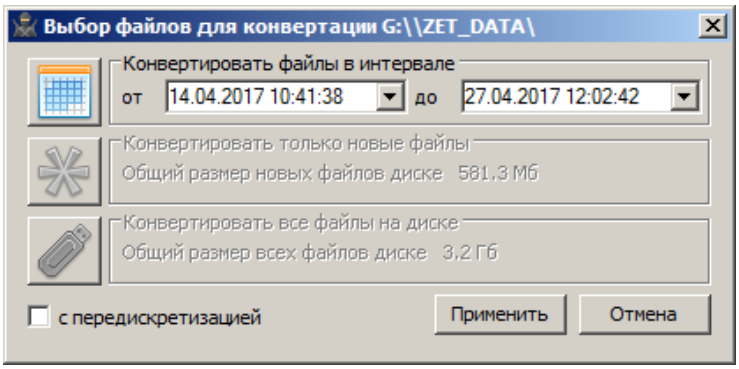
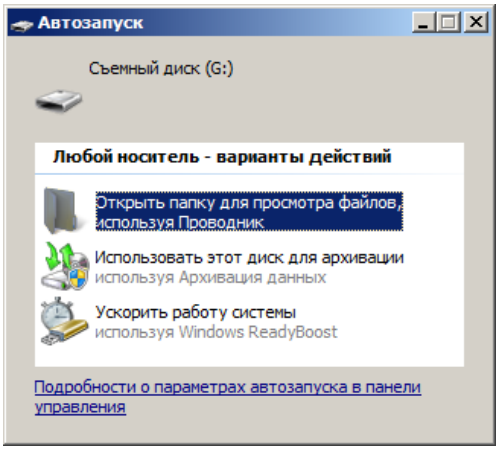

Рис. 2.10 Окно программы «Выбор файлов для конвертации»
Рис. 2.11 Окно программы «Автозапуск»
- соединить разъем «SD» виброметра с любым свободным портом USB на компьютере при помощи кабеля USB 2.0 после чего автоматически активируются окна программ «Выбор файлов для конвертации» (*Рис. 2.10*) и «Автозапуск» (*Рис. 2.11*);
- соединить разъем «SD» виброметра с любым свободным портом USB на компьютере при помощи кабеля USB 2.0 после чего автоматически активируются окна программ «Выбор файлов для конвертации» (Рис. 2.10) и «Автозапуск» (Рис. 2.11);